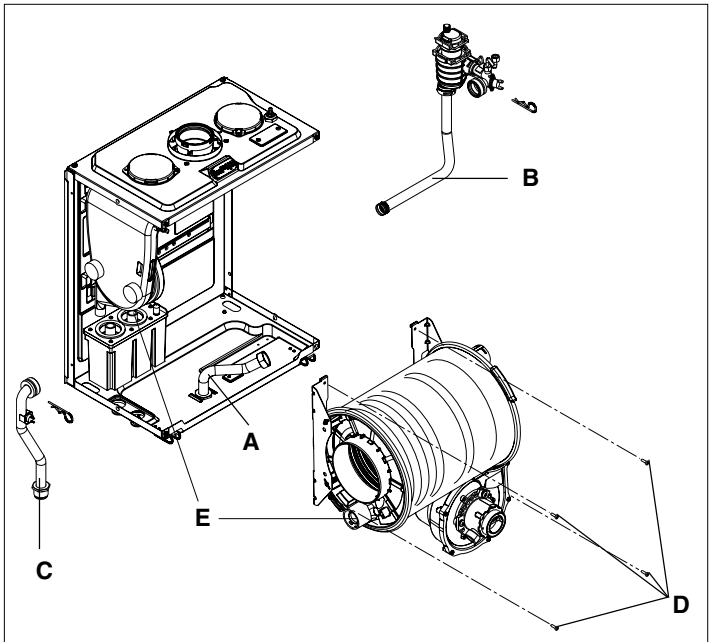

Fig. 29
6.16 MAIN HEAT EXCHANGER (fig. 29 & 30)
Fig. 29: Slacken the gas pipe **(A)** at the air box connection and swing/rotate of the fan assembly.Disconnect the flow **(B)**, return **(C)** and condense connections on the heat exchanger. Locate and remove the 4-screws that secure the heat exchanger to the combustion chamber **(D)**. Move the heat exchanger to the right and disconnect it from the flue collector **(E)**. The heat exchanger can now be lifted up and withdrawn from the appliance.